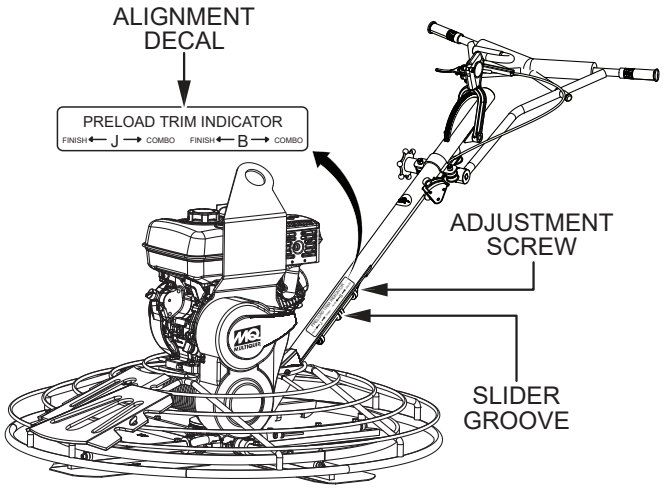

Figure 25. Spring Pre-Load Adjustment
1. Locate the spring pre-load adjustment screw (Figure 25) on the underside of the handle tube.
2. An alignment decal (Figure 25) has been placed on the side of the handle tube to assist the user in the adjustment of the Quick-Pitch™ handle spring. Align the groove on the slider with the letter **'J'** on the decal.